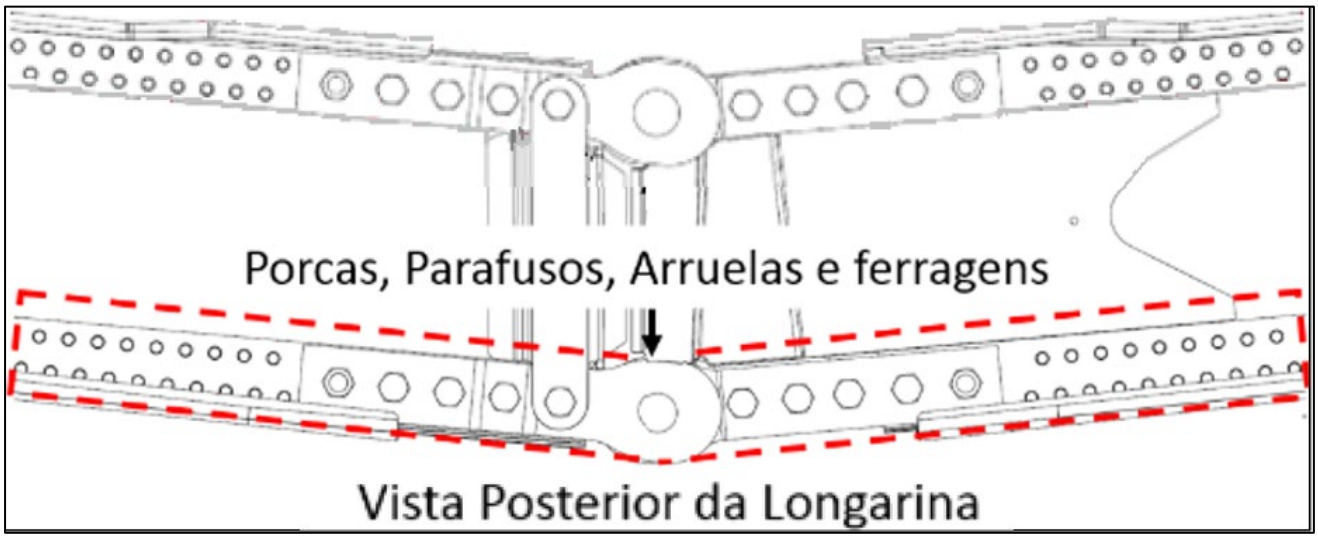

Figura 12 – Inspeção das ferragens e prendedores
2.3.2.5. Inspecione as ferragens de interligação das semiasas incluindo o pino cônico e os 10 prendedores de 1/2” de diâmetro e os prendedores de 3/16” na região de junção das semiasas e os acessíveis pelas janelas de inspeção, conforme ilustra a Figura 12.